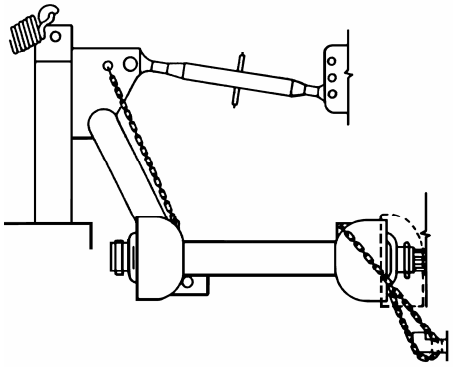

Bild 2: Schutzung der Gelenkwelle mit der Haltkette.
- Die vorgeschriebene Gelenkwelle einkuppeln und den Gelenkwellenschutz mit der Haltkette sichern (Bild 2). Achten Sie darauf, dass die Gelenkwelle an beiden Anschlusstellen gut einrastet.